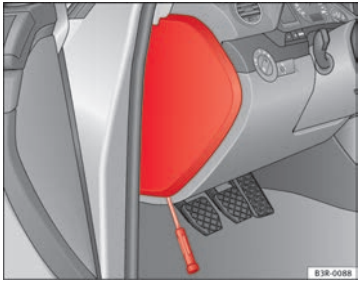

Fig. 199 Left side of dash panel: Fuse box cover
– Remove the fuse cover using a screwdriver ⇒ fig. 199.